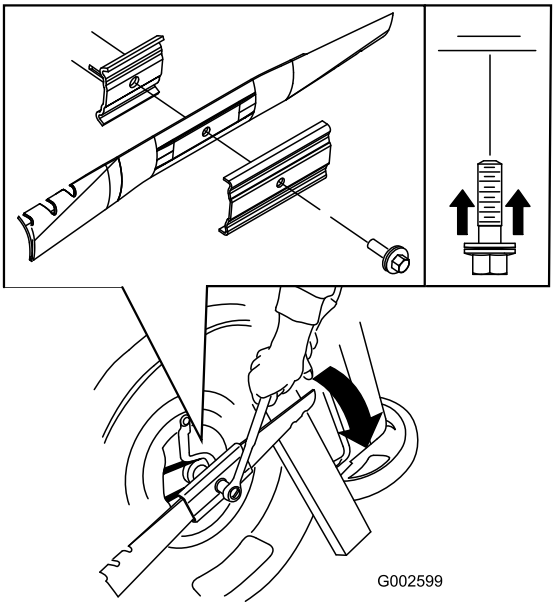

Figuur 29
5. Plaats het nieuwe mes (draai de mesbout rechtsom) en alle bevestigingsmaterialen (Figuur 29).